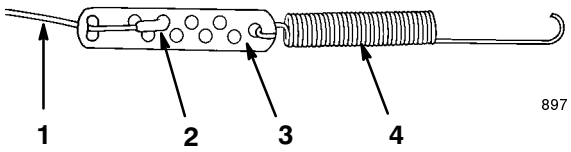

**Figur 11**
1. Kroka fast fjädern i det runda hålet på kabeljusterarens ände (figur 11).
2. Säkra kabeländen till kabeljusteraren enligt anvisningarna i figur 11.